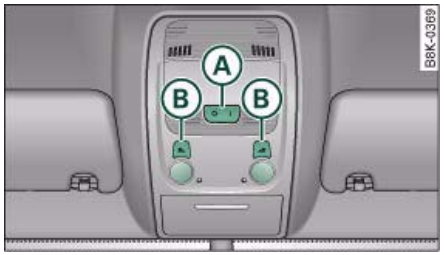

Fig. 62 Headliner: Front interior lighting/reading lights
The rocker switch (A) ⇒ fig. 62 for the interior light has the following functions:
– Press one of the switches (B) ⇒ fig. 62 to switch the left or right reading light on and off.